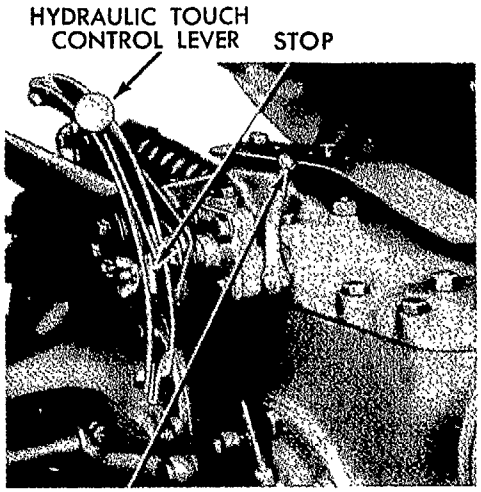

Fig. 6—Hydraulic Control Levers
The hydraulic touch control lever is the large lever located directly behind the position control lever. The hydraulic touch control lever is the master control lever of the hydraulic control, and positioning it governs both the constant implement draft and the position control (fig. 6).
f. Hydraulic Control and Leveling Crank. The operator may adjust the hydraulic controls and leveling crank (figs. 6 and 7) while the tractor is in motion to obtain the desired implement performance (sec. 121). Position the hydraulic touch control lever stop so the lever can be immediately positioned when lowering the implement. Temporary changes of the lever position may be made beyond the stop.